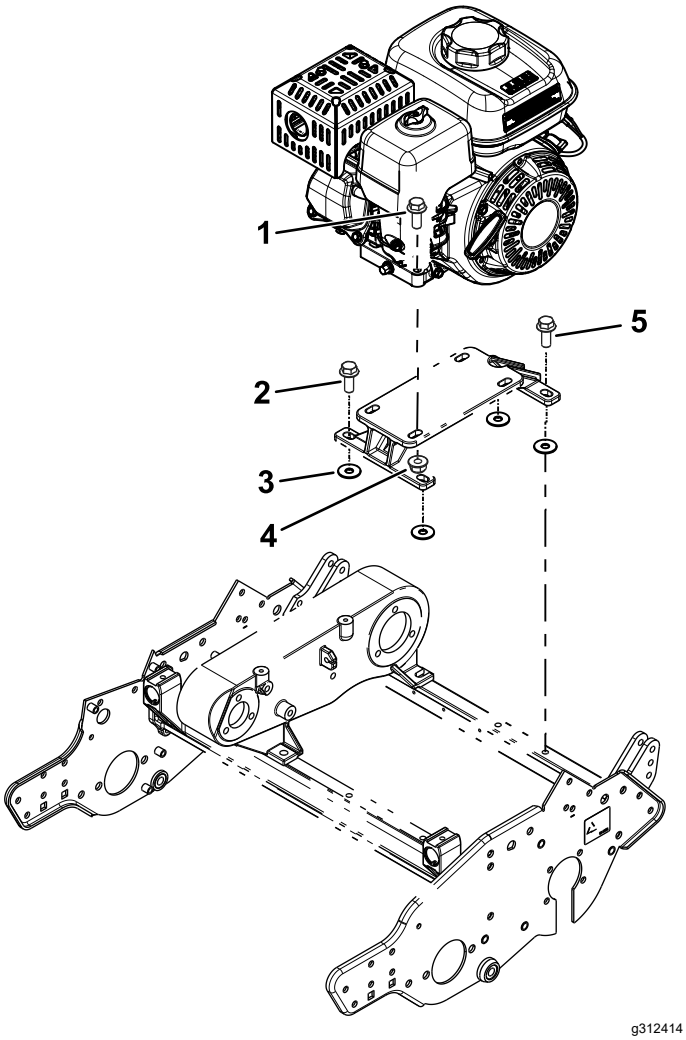

图 4
3. 如图 4所示用之前卸下的螺栓和 4 个垫圈⅜ x 1⅛ 英寸将发动机安装支架安装到机器上。
松松地安装左后发动机螺栓如图 4所示。
4. 使用之前卸下的螺栓和螺母图 4将发动机安装到发动机安装支架上。
8. 从发动机基座卸下左后螺栓图 4然后用该螺栓将 R 形夹和油门拉索固定到发动机基座。
10. 拧紧所有的发动机安装螺栓和发动机安装支架螺栓图 4。